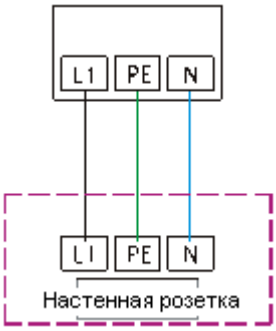

Рис. 3
4.1 Подключение к сети (Рис. 3)